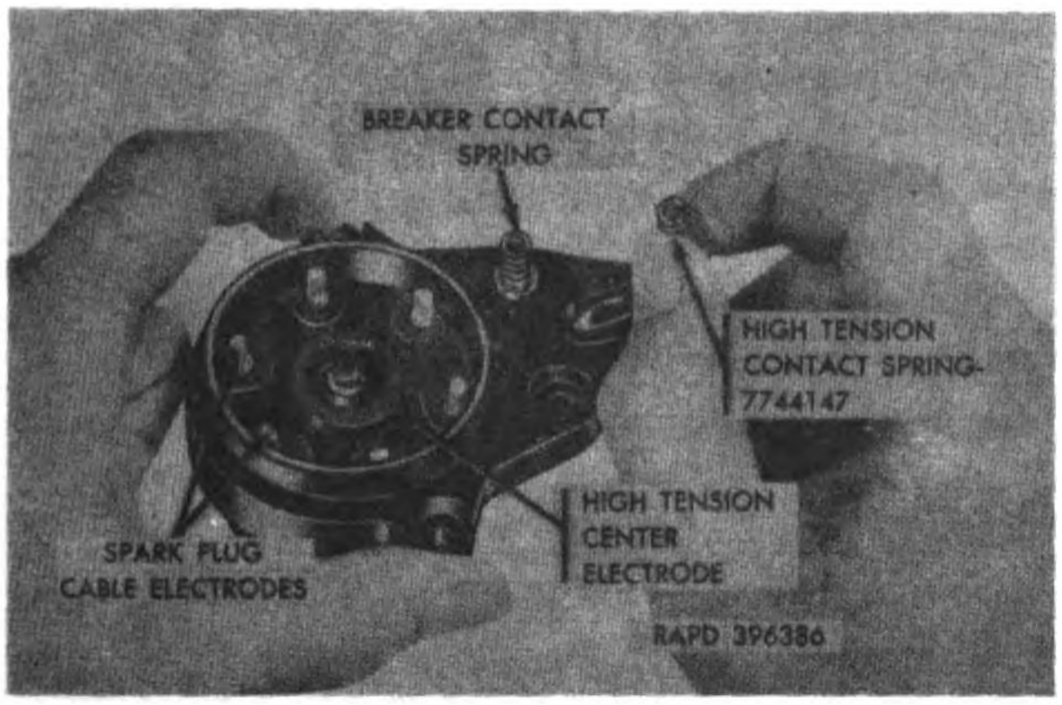

Figure 9. Removing high-tension contact spring.
Remove the three screws (CC) and plain washers (BB) which secure the distributor block (T) to cover assembly (U). Lift out distributor block. Carefully pull out the high tension and breaker contact springs (UU fig. 7; XX fig. 8) with the fingers as shown in figure 9. Do not remove the high tension cable contact springs (AA) unless they are worn, broken, or distorted.